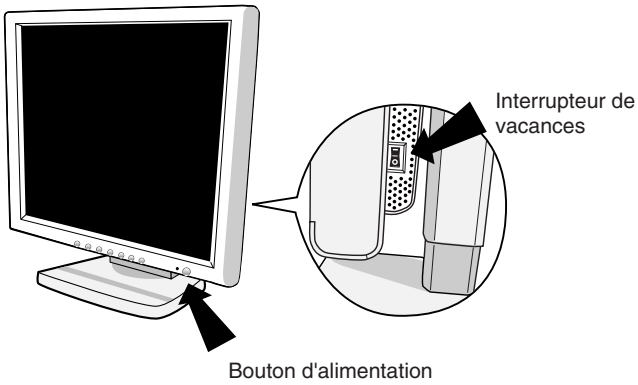

Figure E.1
5. Vérifiez que l'interrupteur de vacances sur le côté droit du moniteur est sur la position ON. Allumez le moniteur avec le bouton d'alimentation (**Figure E.1**) ainsi que l'ordinateur.